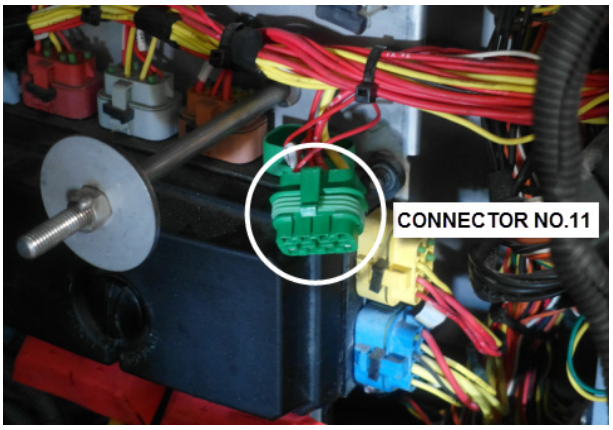

FIGURE 13
3. Using an extractor tool or a small flat blade screwdriver, remove wire 24VDALT from cavity **H** of connector no.11 (**FIGURE 13** to **FIGURE 16**).